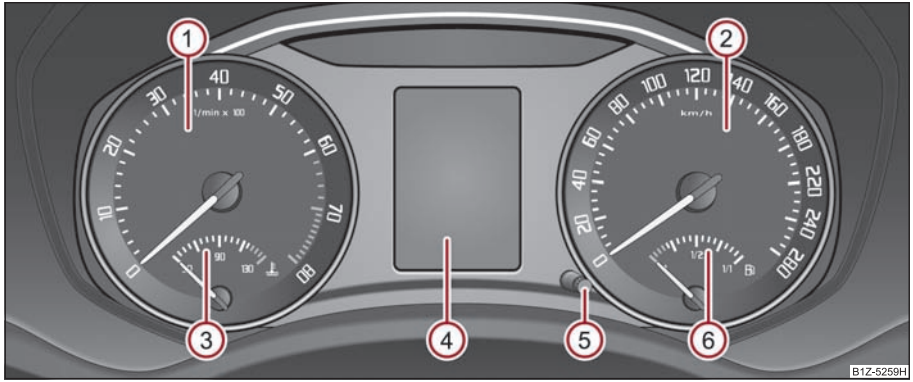

Fig. 15 Combiné d'instruments
La zone rouge du compte-tours (1) ⇒ fig. 15 indique pour tous les rapports le régime maximum autorisé pour un moteur rodé et à température de service. Enclencher le ▶
L'indicateur de température du liquide de refroidissement (3) ⇒ page 15, fig. 15 ne fonctionne que si le contact est mis.
La jauge de carburant (6) ⇒ page 15, fig. 15 ne fonctionne que si le contact est mis.
Maintenir le bouton de remise à zéro (5) ⇒ page 15, fig. 15 enfoncé pendant env. 1 seconde. Le totalisateur kilométrique journalier est remis à zéro.
La remise à zéro peut également s'effectuer de la façon suivante : Appuyer sur le bouton (5) ⇒ page 15, fig. 15, le maintenir enfoncé, mettre le contact, relâcher le bouton et le tourner vers la gauche ou la droite.
Vous pouvez régler l'heure avec le bouton rotatif (5) ⇒ page 15, fig. 15.